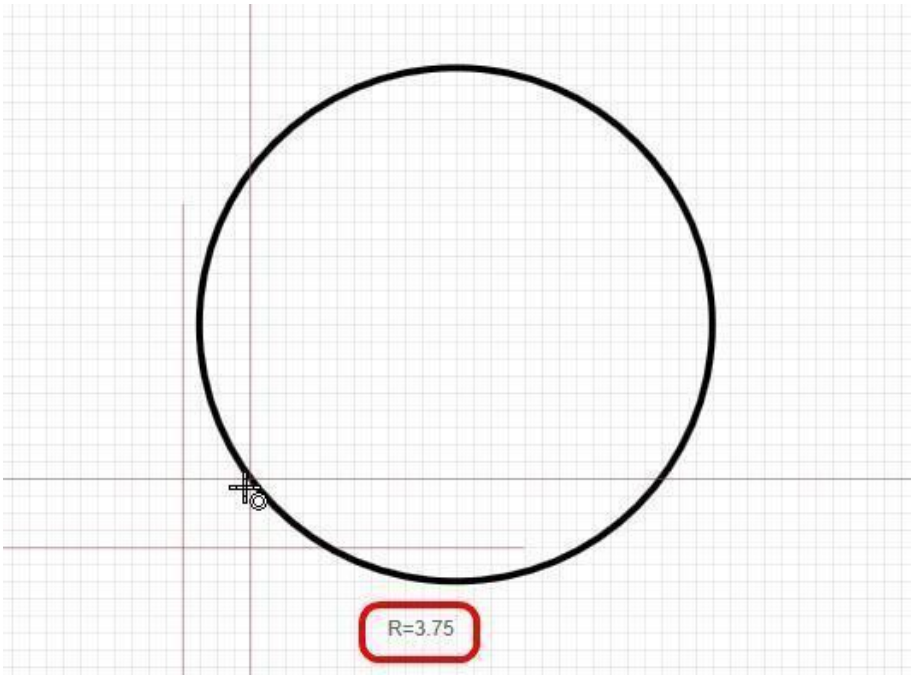

Рис. 37. Размещение окружности
2. Укажите центр окружности, нажав левую кнопку мыши. Далее, перемещая курсор, укажите точку, через которую будет проведена окружность. При перемещении курсора показывается возможный вид окружности, а рядом с курсором выводится текущее значение радиуса окружности в единицах длины, установленных в системе, см. Рис. 37.